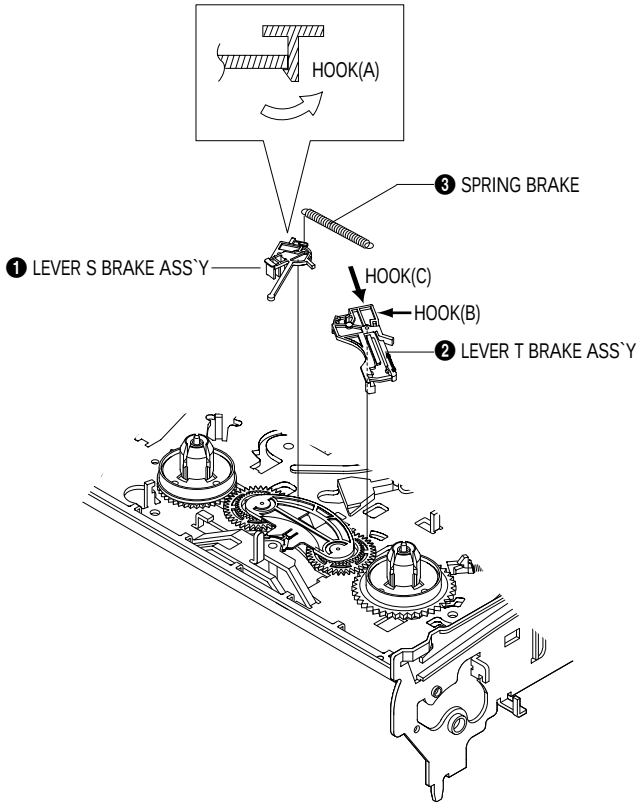

Fig. 1-17 Lever Brake S, T Ass'y Removal
1) Remove the Lever Brake S Ass'y (Refer to Fig 1-17).
2) Remove the Spring Tension Lever ❶.
4) Lift the Lever Tension Ass'y ❷ & Band brake Ass'y ❸.
1) Release the Hook [A] and the Hook [B], [C] in the direction of arrow as shown in Fig 1-17.
2) Lift the Lever S, T Brake Ass'y ❶, ❷ with spring brake ❸.